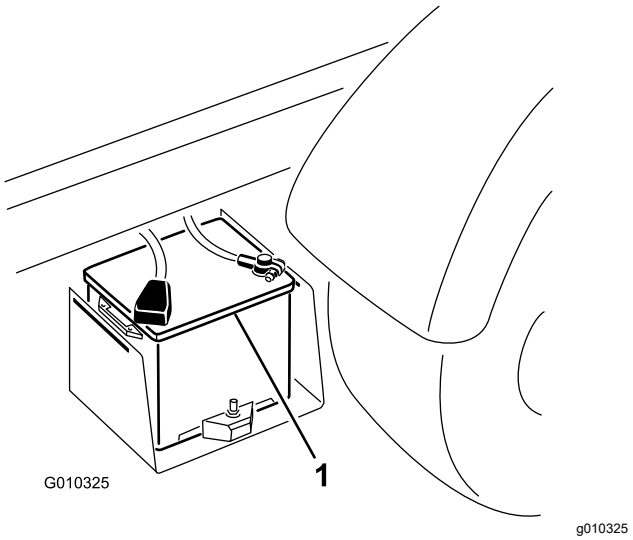

Figur 51
2. Anslut en startkabel mellan de två batteriernas pluspoler (Figur 51). Pluspolen identifieras genom ett plustecken ”+” på batterikåpan.